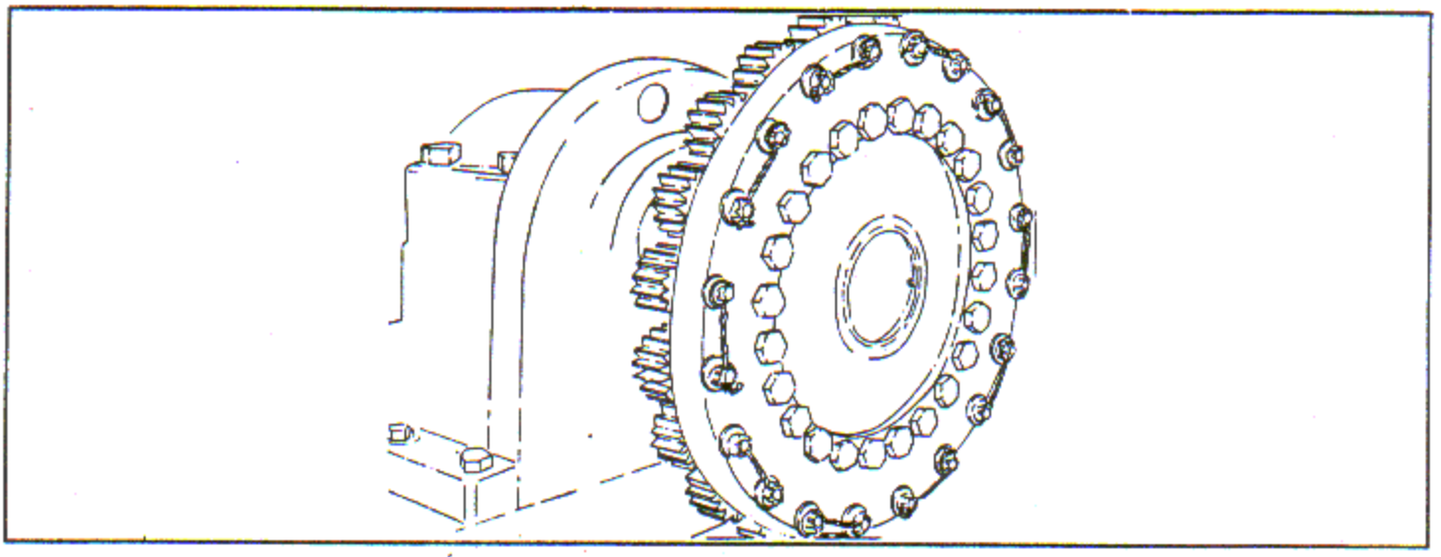

Figure 7-6. Propeller Shaft Assembly in Fixture (R1820-80 Series)
d. Place the assembly in fixture using adapter. Dip the threads of the retaining bolts in engine oil and install them. Run all the nuts down finger tight. Torque them to the value given in reference 902, Table of Limits, Section IX. Lockwire the nuts in pairs. See figure 7-6.